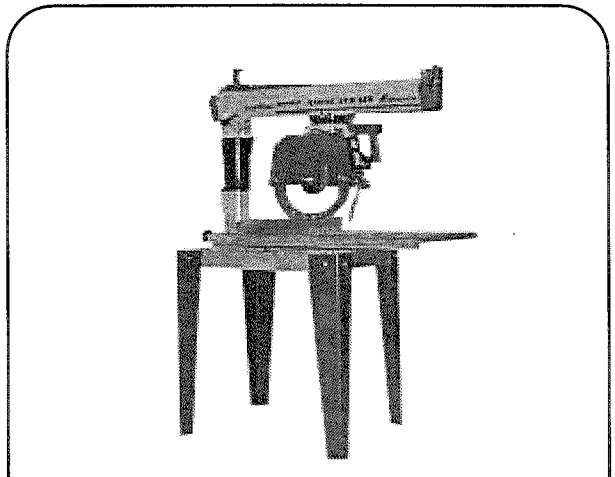

Fig. 22
29. Al termine delle operazioni sopra descritte la macchina si deve presentare come in Fig. 22.
29. After these operations, the machine must have the appearance of Fig. 22.